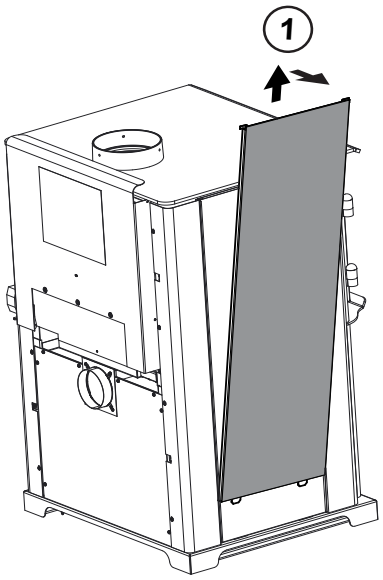

Figure 24.4
1. Retirez le panneau complet du côté en le soulevant et en le retirant de l'appareil (utilisez un outil plat afin de forcer le bas au besoin) **(Figure 24.4)**.